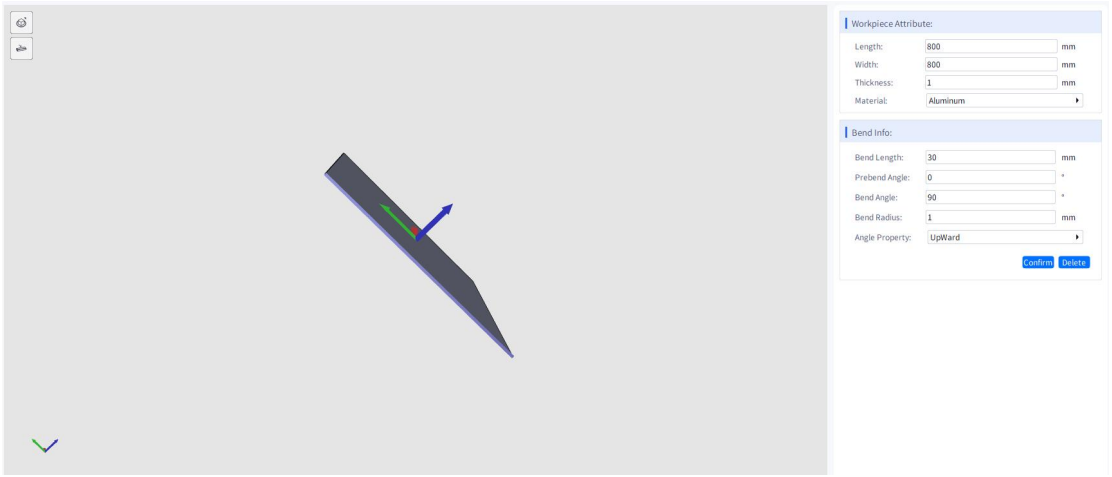

Figure 5-7
(2) Add bend lines: Click the side edge of the plate to add a bend line (which simultaneously creates a bend block), as shown in Figure 5-7.